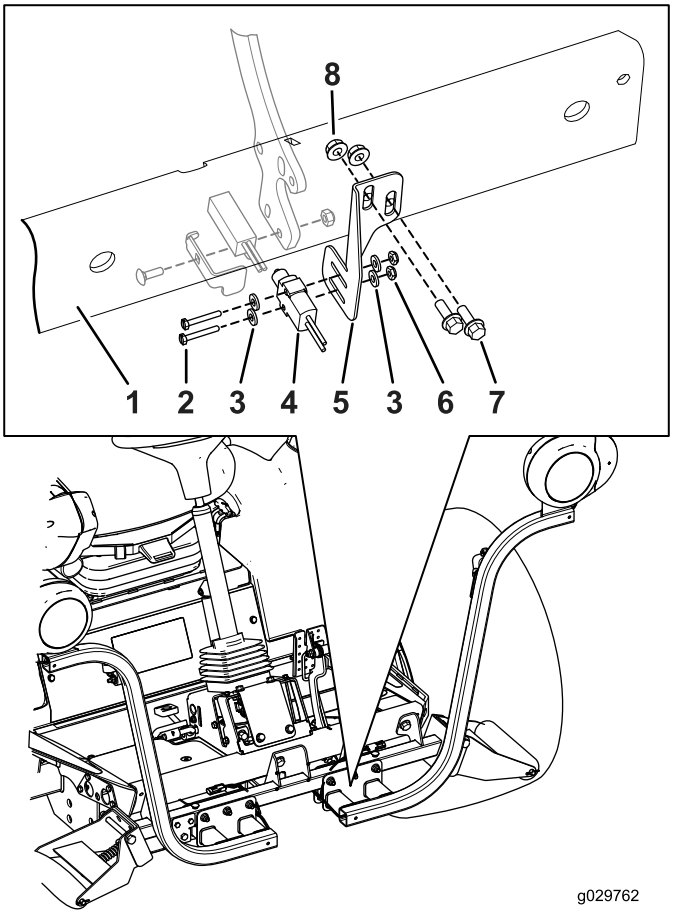

Figur 21
Bemærk: Du skal flytte bremsesensorbeslaget op eller ned for at rette bremsesensoren ind efter bremsesensorpladen (Figur 21).
4. Monter løst bremsesensoren på bremsesensorbeslaget med de 2 kærvskruer (nr. 6 x 1 tomme), 2 spændeskiver og 2 flangemøtrikker (Figur 21).